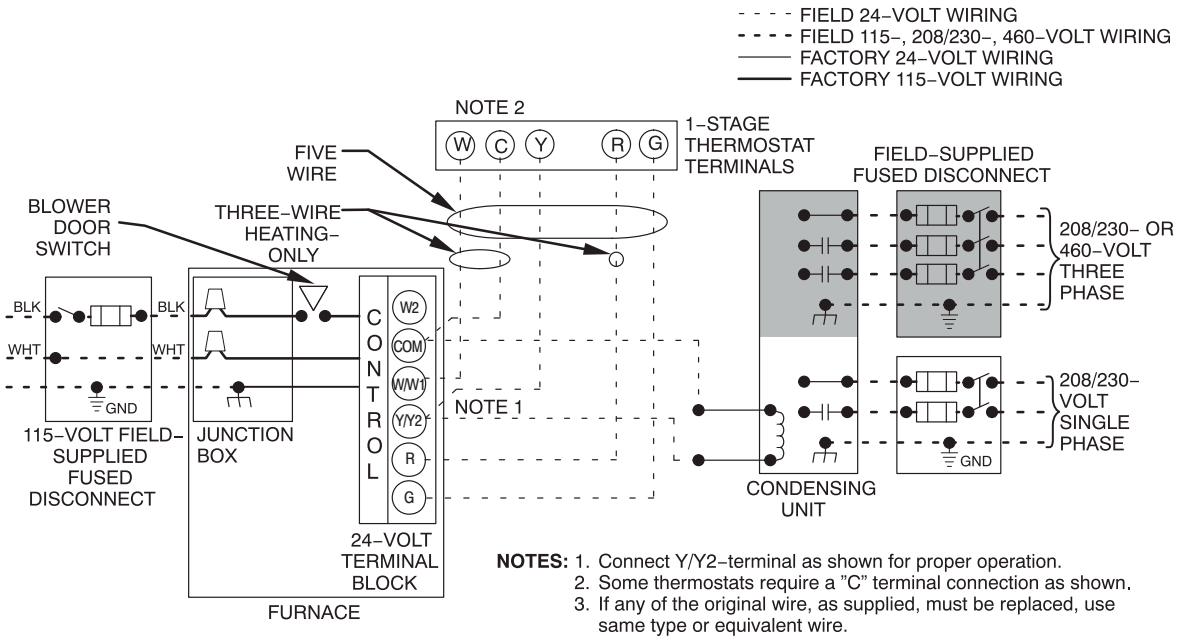
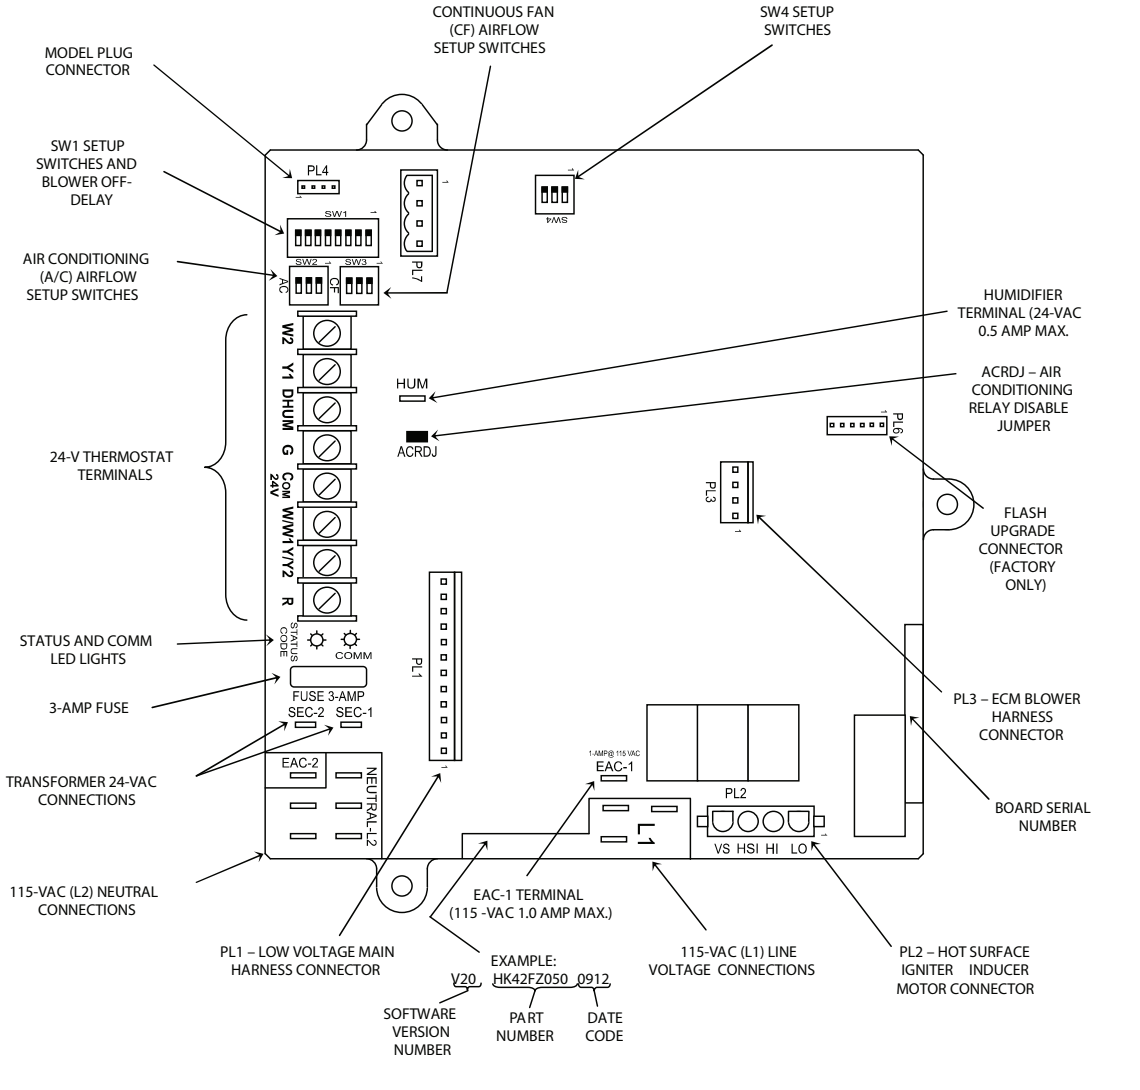

Fig. 35 – Typical Two–Stage Field Wiring Diagram
Fig. 36 – Example of Variable Speed Furnace Control
7. Connect field power and neutral leads to furnace power leads as shown in **Fig. 35**.
Make field 24-v connections at the 24-v terminal strip. See **Fig. 36.** Connect terminal Y/Y2 as shown in Fig. 35 for proper cooling operation. Use only AWG No. 18, color-coded, copper thermostat wire.